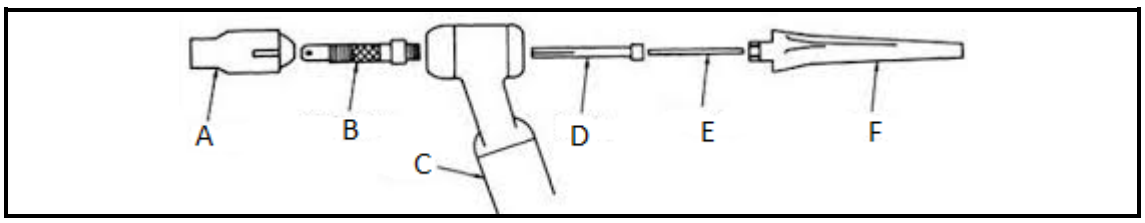

FIGURE 4
8.2 FIGURE 4 shows a welding torch used for gas tungsten arc welding.